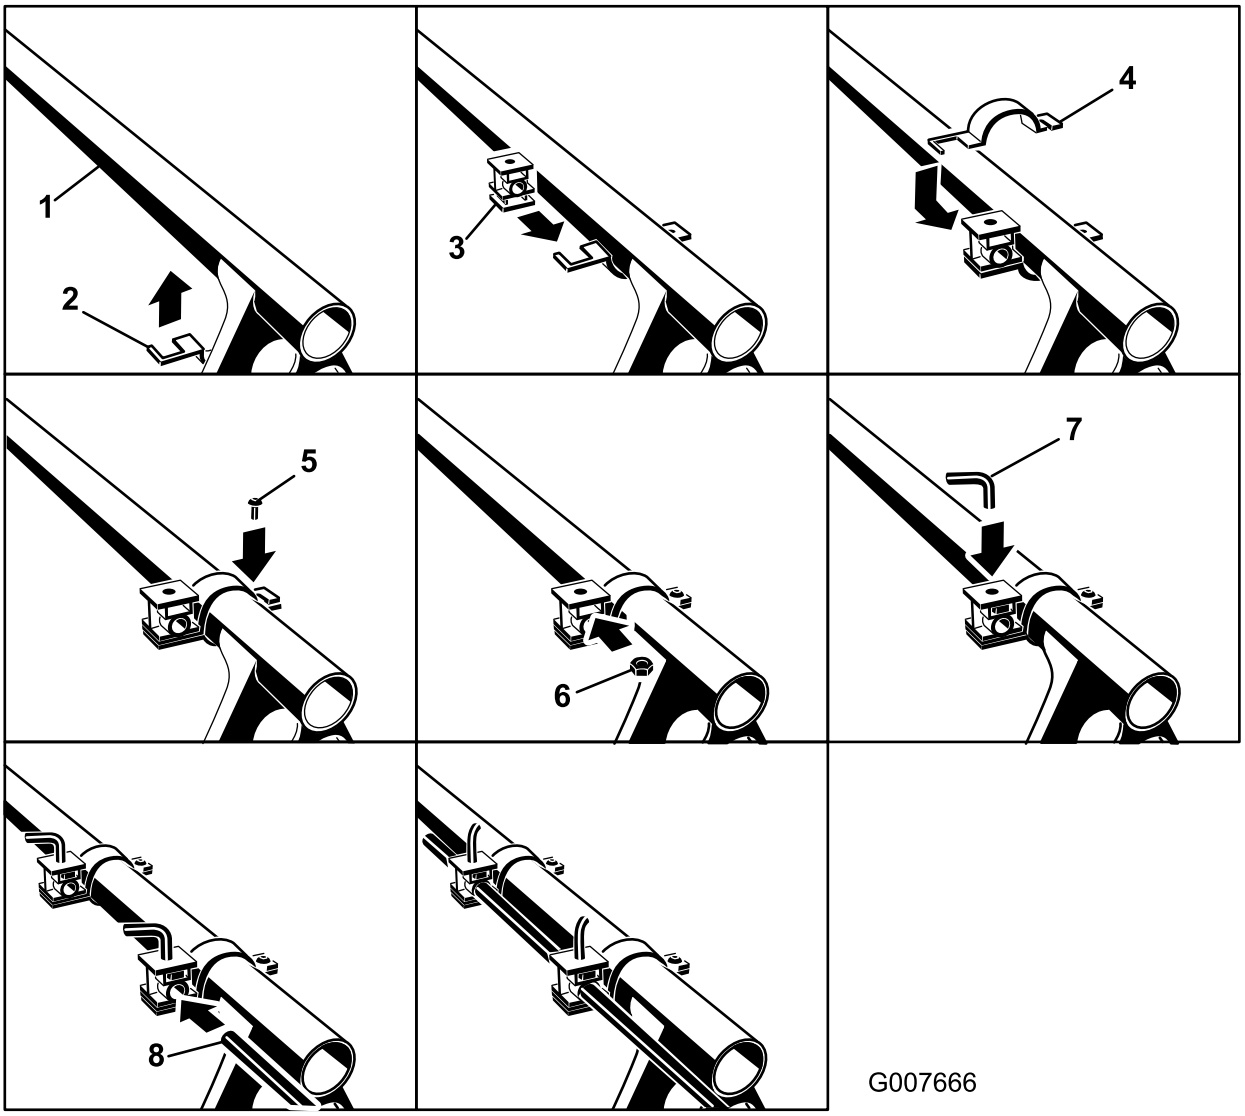

Figure 13
2. Locate the foam nozzle mounting brackets and spacer. Install the first bracket 3 to 4 inches from the end of the upper boom support pole. Assemble the bracket and spacer as shown (Figure 13).